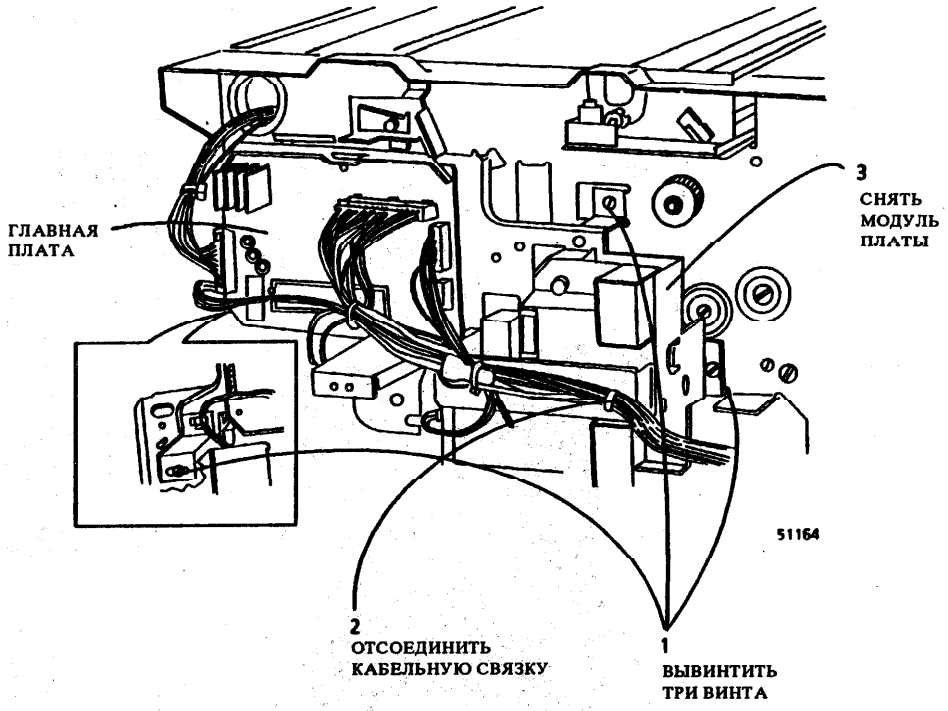

Рис. 3. (только 5009 R/E) Снятие модуля платы
4. (Рис. 3) (ТОЛЬКО 5009 R/E): расстыковать 10 разъемов вокруг модуля платы.
5. (Рис. 3) (ТОЛЬКО 5009 R/E): снять модуль платы.
2. (Рис. 3): вставить кронштейн модуля платы за кронштейн узла привода предметного стола.